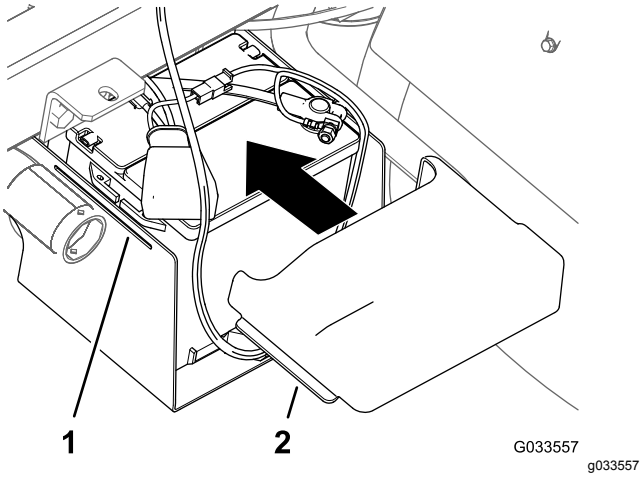

Figur 33
10. Kläm ihop batterikåpans sidor, rikta in flikarna på kåpan med batterilådans spår och släpp batterikåpan (Figur 33).